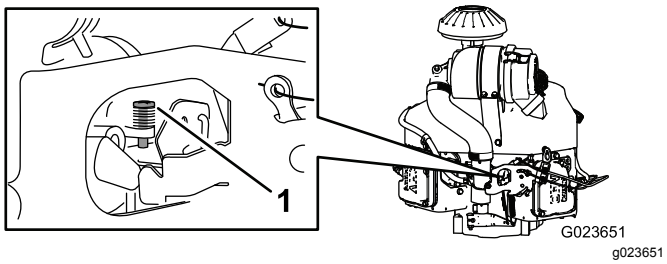

Figuur 67
4. Stel de aanslagschroef van de carburator (Figuur 67) zo in dat het stationaire toerental 1350 tot 1550 tpm bedraagt.